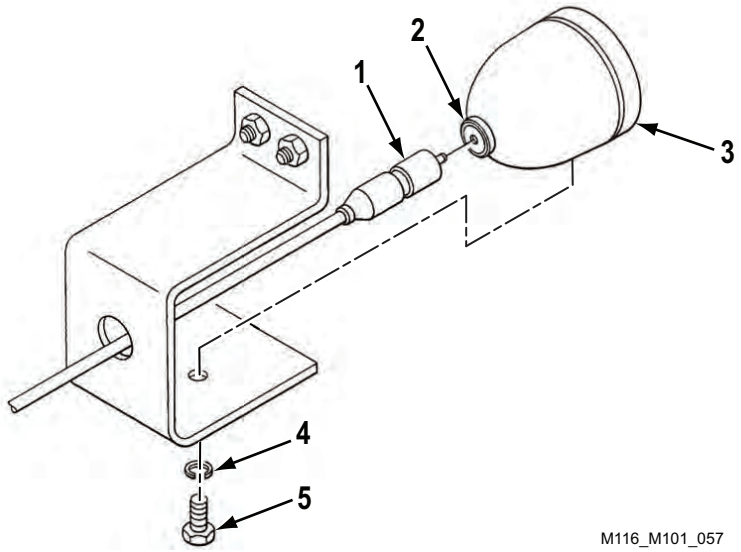

Figure 5. Blackout Stoplight Installation.
1. Install blackout stoplight (Figure 5, Item 3), new lockwasher (Figure 5, Item 4), and bolt (Figure 5, Item 5).
2. Push connector (Figure 5, Item 1) into connector (Figure 5, Item 2) of blackout stoplight (Figure 5, Item 3) until they lock.